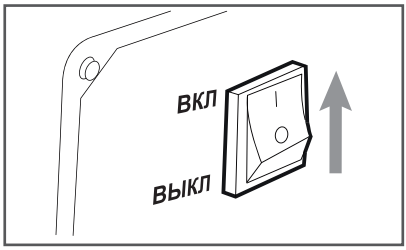

Рис. 12 Включение зажигания
4. Выключатель зажигания переведите в положение «I» (Включено) (Рис. 12).